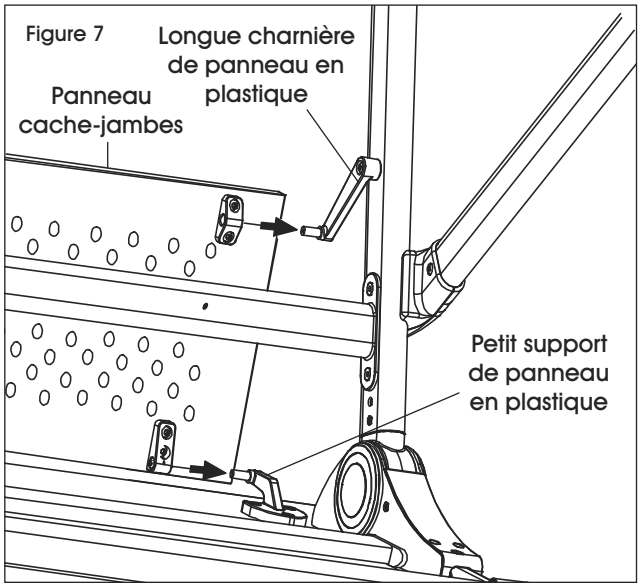

Figure 7
9. Fixez le panneau cache-jambes (2) à la longue charnière de panneau en plastique (8) et au petit support de panneau en plastique (7) sur un pied. (Voir Figure 7)